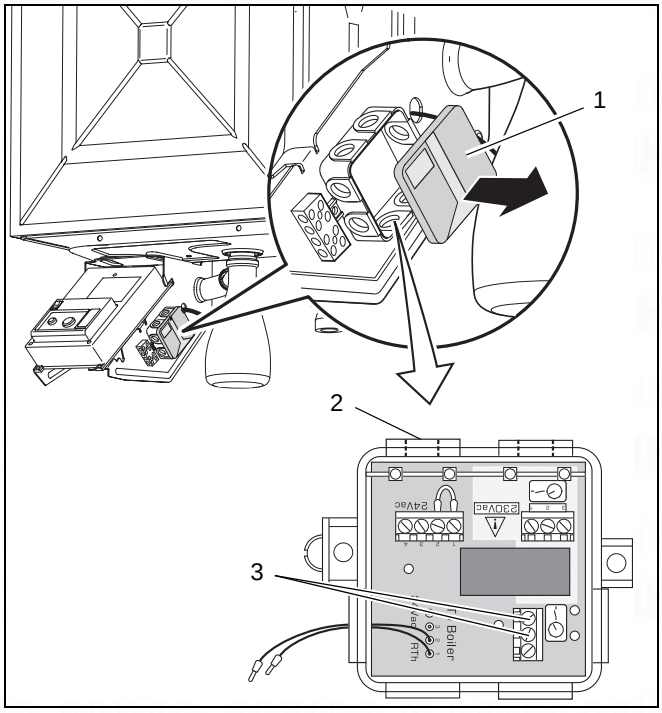

Fig. 16 RTH converter - Volt free connection
- Remove the cover of the connextion box (fig. 16, item 1).
- Lead the control device wire through the cable lead (see fig. 16, item 2).
- Fix the wire to position 1 and 2 of the volt free connection (see fig. 16, item 3).
- Secure the wire with the bracket and the two screws onto the RTH converter (see fig. 16, item 4).